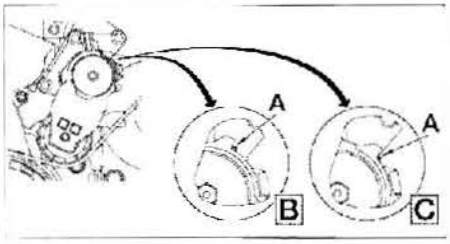

FIG. 14
Marcar el sentido de rotación de la correa en caso de su reutilización. Durante el desmontaje, si el índice (A) se encuentra en posición (B) (fig. 14), cambiar la correa de accesorios. La posición (C) del índice (A) indica el buen estado de la correa. Comprobar la libre rotación del rodillo tensor sin puntos duros ni juego excesivo; en caso contrario, sustituirlo.
• Comprimir el rodillo tensor (1) con el útil PSA (0194-E3 para motor DV6TED4, 0194-E1 para motor DV6ATED4) o una llave fija actuando sobre el punto (D), en sentido horario, hasta poder colocar